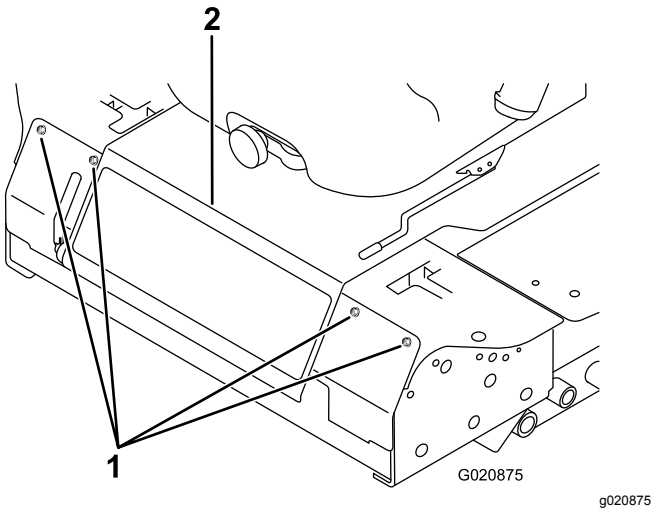

Figur 47
2. Lossa skruvarna som håller fast den främre panelen och ta bort den (Figur 47).